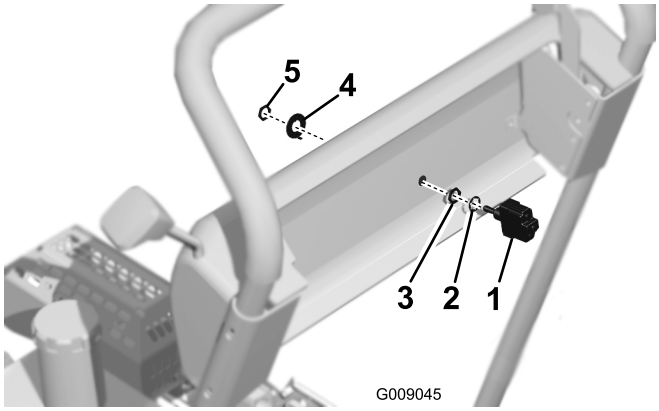

Figure 3
B. Thread a jam nut onto the switch threads. Also, insert a wave washer onto the switch threads (Figure 3).
C. From the back of the console, insert the switch into the larger drilled hole (Figure 3).
D. Slide the new tabbed washer w/decal onto the switch while inserting the tab into the small drilled hole (Figure 3).
E. Secure the switch and components to the console with the wave washer and (2) jam nuts (Figure 3).